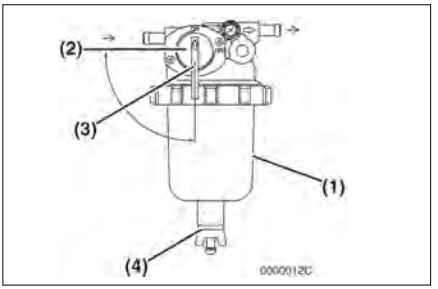

Figure 5-7
1. Position an approved container under the fuel filter / water separator **(Figure 5-7, (1))** to collect the contaminants.
2. Close **(Figure 5-7, (2))** the fuel cock **(Figure 5-7, (3))**.
3. Loosen the drain cock **(Figure 5-7, (4))** at the bottom of the fuel filter / water separator. Drain any water collected inside.
5. Open the fuel cock **(Figure 5-7, (3)).**